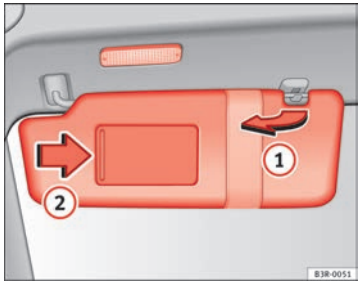

Abb. 96 Sonnenblende
Die Sonnenblenden für den Fahrer und Beifahrer können aus der Halterung in der Fahrzeugmitte herausgezogen und zu den Türen geschwenkt werden (1) ⇒ Abb. 96.